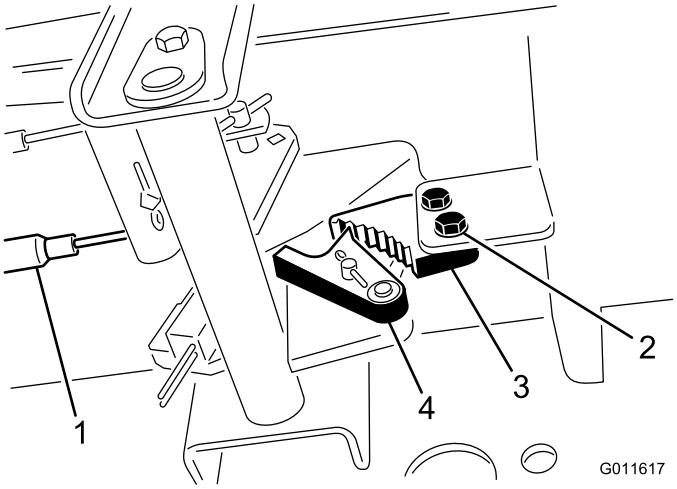

Figura 56
1. Afloje los 2 tornillos que fijan el trinquete del freno de estacionamiento al bastidor (Figura 56).
2. Pise el pedal del freno de estacionamiento hacia adelante hasta que la uña se engancha a fondo en el trinquete del freno (Figura 56).